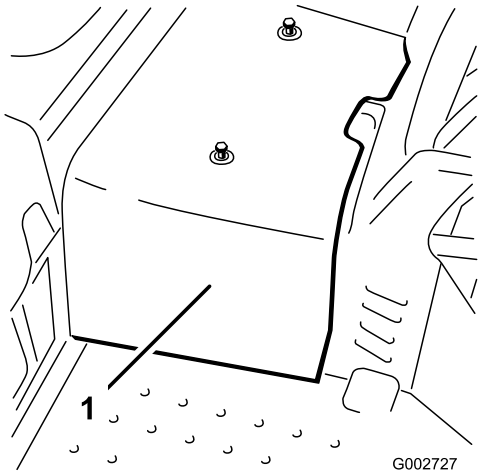

Figur 32
2. Løsne de to skruene som fester senterdekselet til maskinen og fjern dekselet (Figur 32).